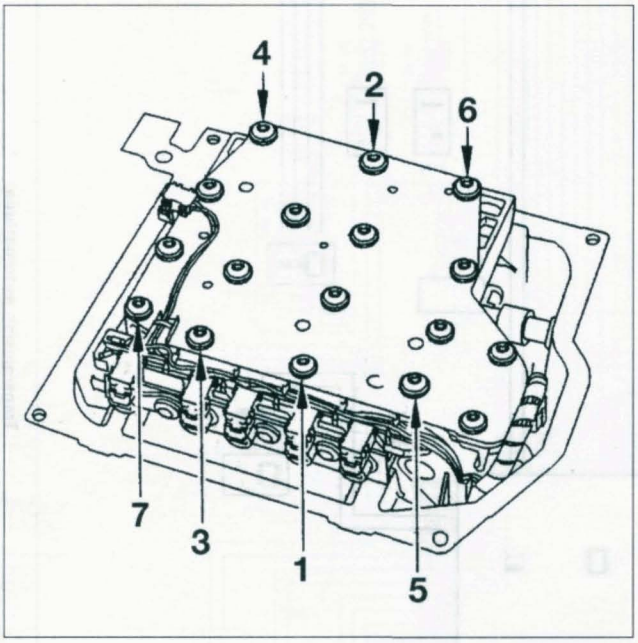

Figure 3b-2
- Carter de bloc hydraulique **(selon l'ordre de la figure 3b-2)** :	0,8.